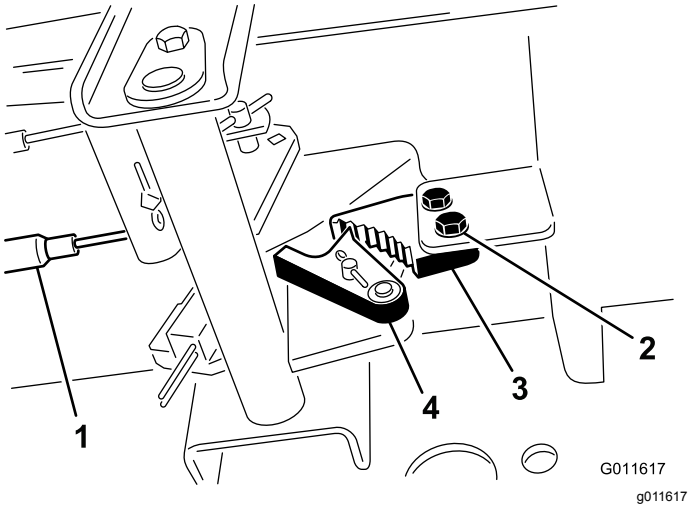

Figure 67
1. Desserrez les 2 vis qui fixent le cliquet du frein de stationnement au cadre (Figure 67).
2. Appuyez sur l'avant de la pédale du frein de stationnement jusqu'à ce que le verrou s'engage complètement sur le cliquet du frein (Figure 67).